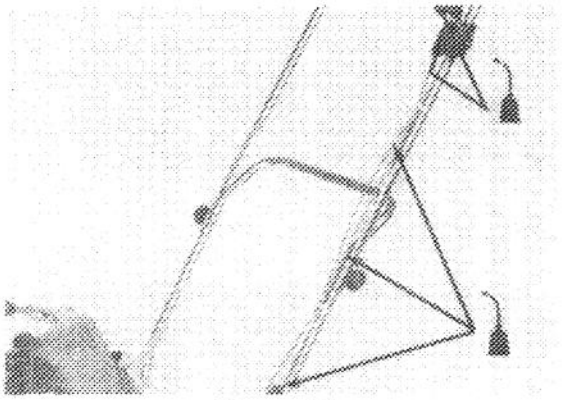

Figure 27
2. The throttle and traction cables must be lubricated after every 25 hours of operation or at the end of the mowing season, whichever comes first. Apply light oil onto the cable (Fig. 27), especially where it bends. Also, squirt oil onto the cable where it enters throttle control housing. Operate the controls to distribute the oil. Wipe up excess oil.